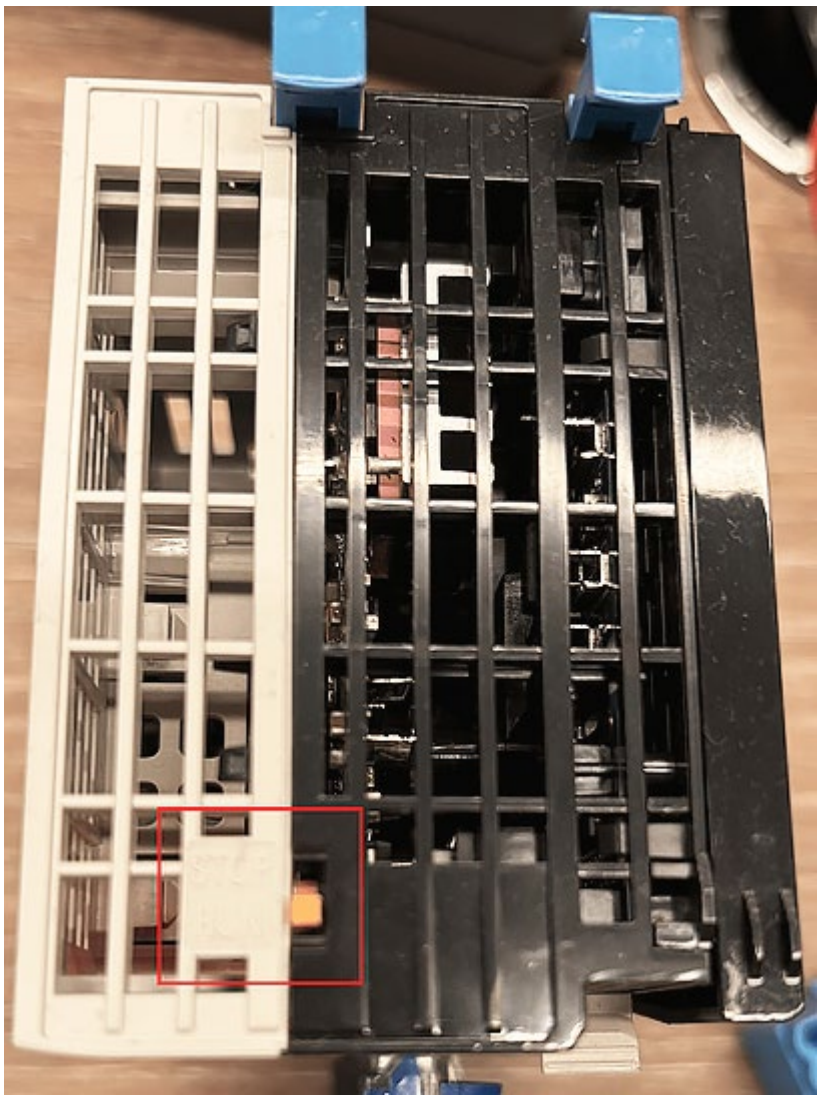

Рисунок 4 – Переключатель на ПЛК
1) Переведите переключатель RUN/STOP на ПЛК в положение RUN (рисунок 4).